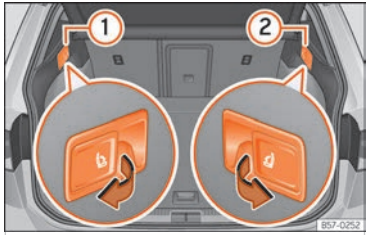

Fig. 81 Al maleter: palanques per a desbloqueig del respatller del darrere.
- Estireu la palanca de desbloqueig a distància de la part esquerra ››› fig. 81 ① o dreta ② del respatller en el sentit de la fletxa. La part desbloquejada del respatller del darrere s'abat automàticament cap endavant.